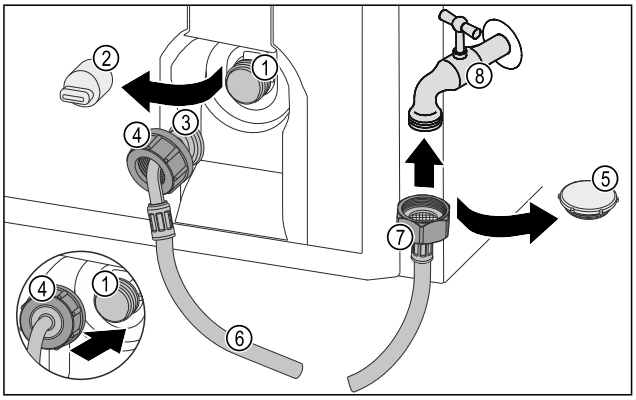

Fig. 44
- ▶ Sluitdop *Fig. 44 (5)* verwijderen.
- ▶ Rechte slangeinde *Fig. 44 (7)* op de waterkraan *Fig. 44 (8)* plaatsen.
- ▶ Moer op het rechte slangeinde *Fig. 44 (7)* rechtsom vastdraaien.